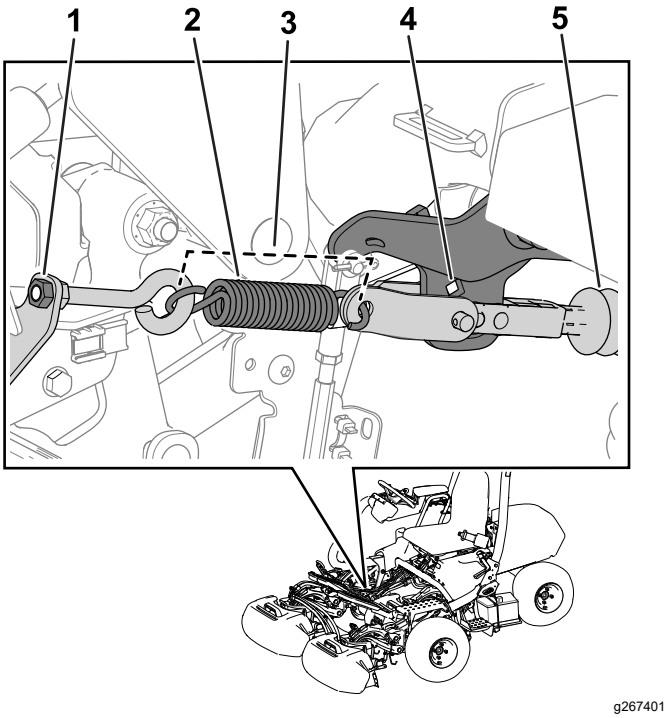

Figur 30
Bemærk: Se Figur 30 for denne procedure.
5. Udløs fjederens spænding ved at løsne møtrikken, der fastgør øjebolten til fjederbeslaget (Figur 30).
3. Monter fjederen som vist i Figur 30.
4. Tilspænd øjeboltens møtrik, så fjederlængden er 11,4 cm, når fjederen er monteret (Figur 30).